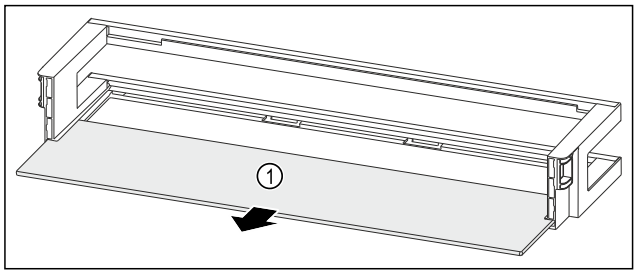

Fig. 232 Door rack with shelf
▶ Remove the shelf *Fig. 232 (1)*.